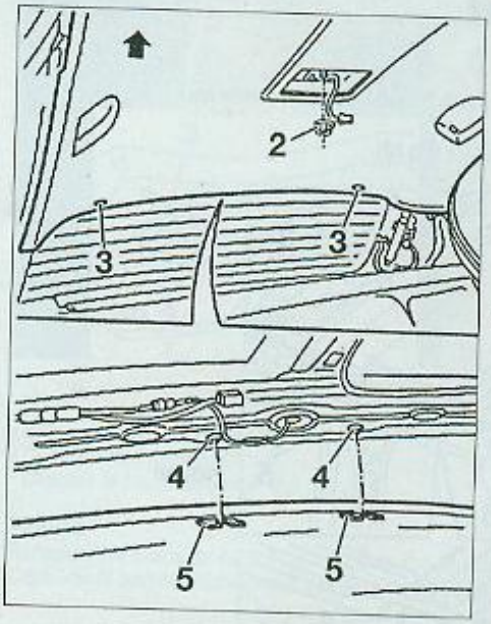

FIG. 64
• Déposer l'écrou (2) **(Fig.64)**.